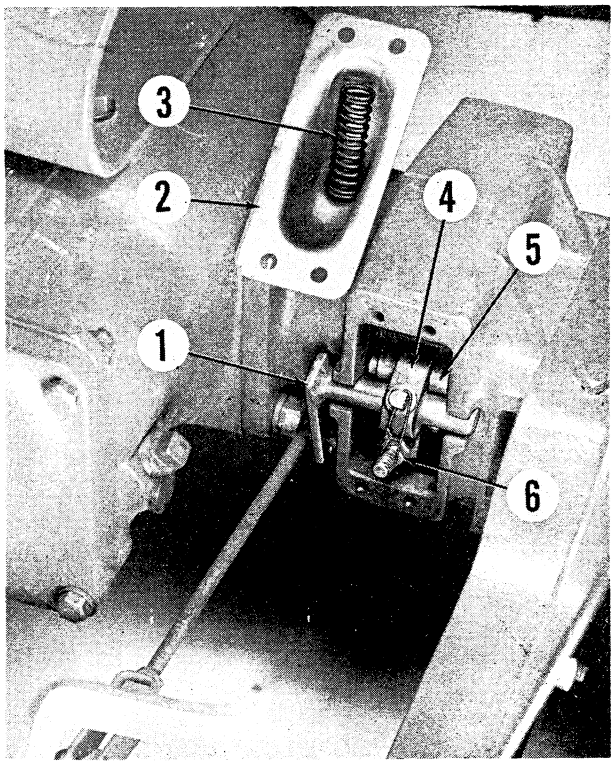

*Fig. MH29—Adjusting Pony brakes. Adjust pedal rod to equalize height of pedals. Turn adjusting nut (6) on brake band to adjust lining clearance.*
61. **ADJUST.** Two adjustments can be made on brakes. As shown in Fig. MH29, the rod between brake cam shaft and pedal shaft has an adjustable clevis. These rods are adjusted only to equalize the pedals in their released position. Brake bands are adjusted by means of the adjusting nuts (6) which are exposed when front brake cover plate (2) is off as in the illustration. To adjust, loosen the lock nut and turn adjusting nut (6). With rear wheel raised, the drum should turn freely within brake band when brakes are released. Adjust bands on both sides of tractor and test by applying pressure to both pedals at once with tractor in operation and rear wheels off ground. Equalize brakes by loosening adjustment nut (6) on the tighter band.
62. **R & R BANDS.** To remove brake band, remove both front and rear brake cover plates and unscrew lock nut and adjusting nut (6) from lower